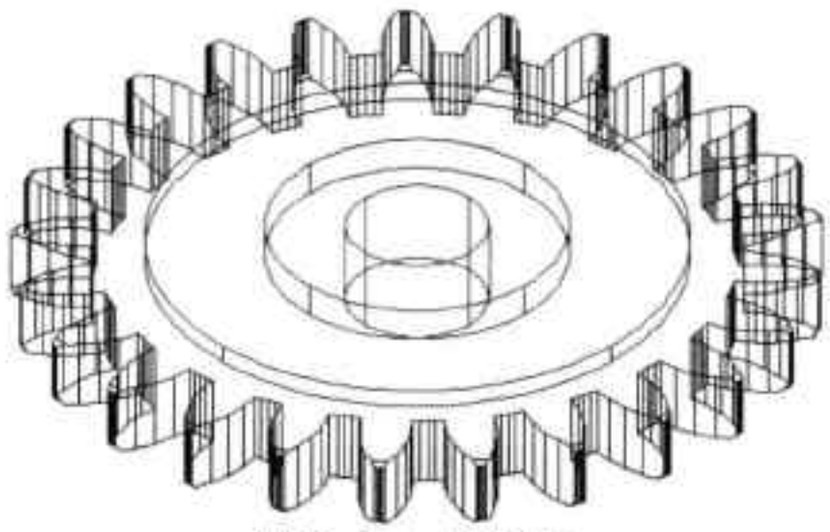

图12-64 齿轮倒角
Step27 执行“差集”命令，将拉伸后的三角形从齿轮模型中减去，完成齿轮倒角操作，其结果如图 12-64 所示。